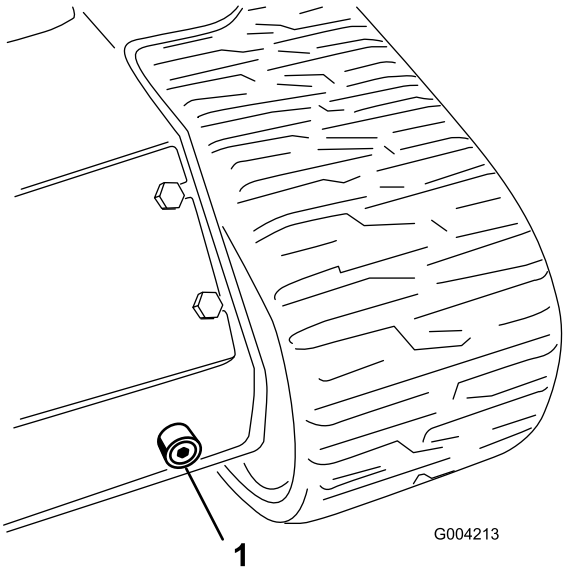

Figuur 55
6. Plaats een grote opvangbak (geschikt voor ruim 50 liter) onder de aftapplug aan de voorzijde van de tractie-eenheid (Figuur 55).
7. Verwijder de aftapplug zodat de olie in de opvangbak kan lopen (Figuur 55).